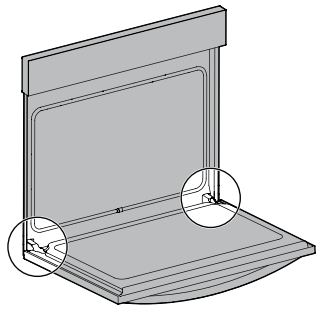

Figure 18: Emplacement de la charnière de la porte
1. Ouvrez complètement la porte du four, parallèlement au sol (Figure 18).
3. Ouvrez complètement la porte du four (parallèlement au sol (Figure 18).